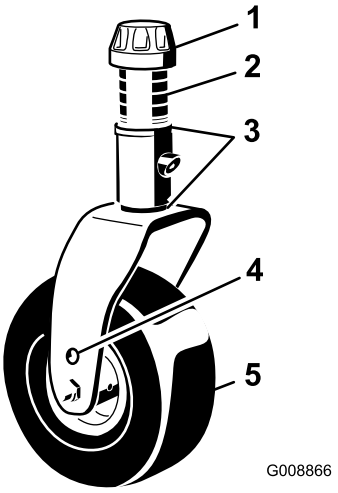

図 14
4. スピンドルシャフトからテンショニングキャップを外し、キャスタアームからスピンドルを抜き出す図 14。